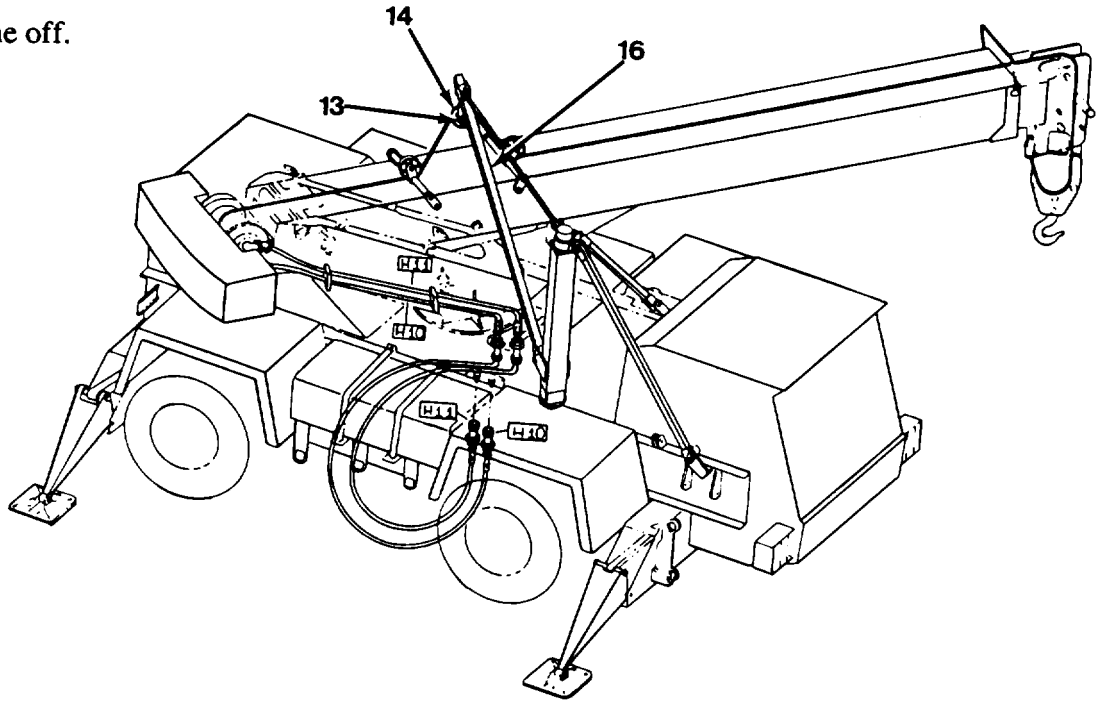

Figure 5-22 *Lifting the Upperstructure*
4. Take loose sheave (14, Figure 5-22) that was removed from lift arm (16) in step 13.a of Preparation for Separating Upperstructure from Carrier and insert it in slack of cable.
5. Raise sheave (14) and cable up into clevis on lift arm (16) and using sheave pin (13), install sheave (14) in place in clevis.